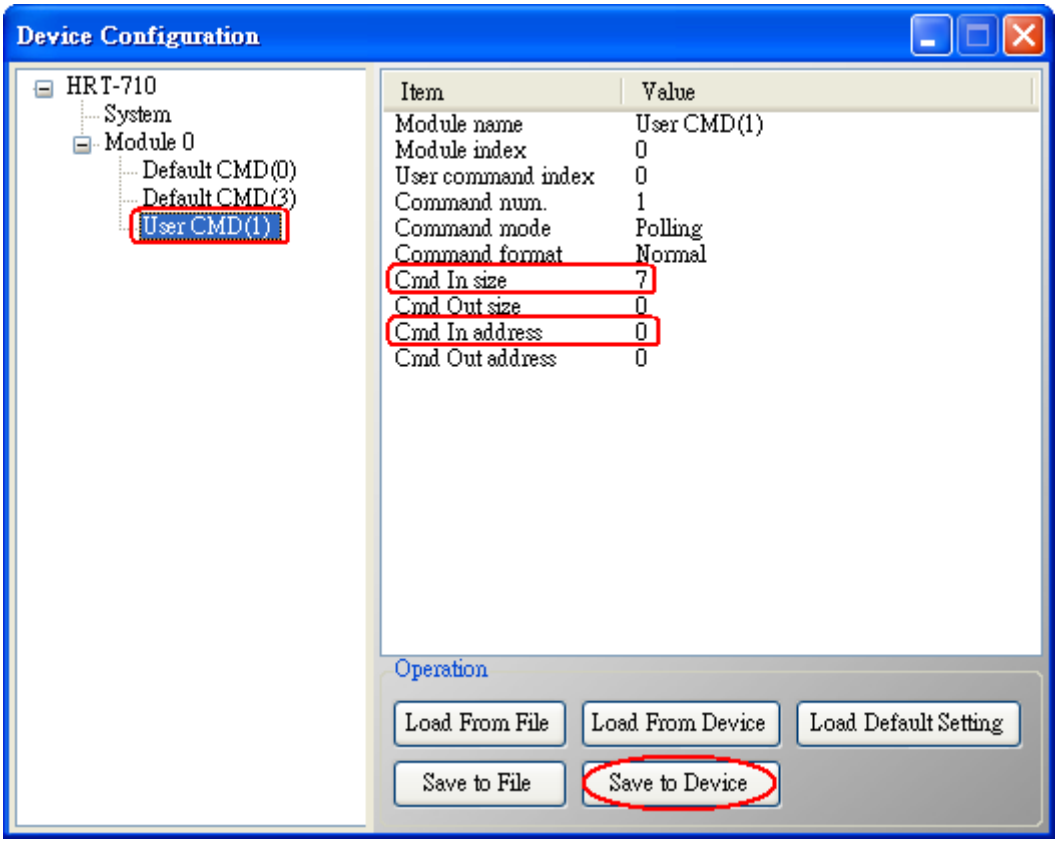

Figure 5-1 Add "User CMD(1)" of HART device to HRT-710
(1) By using “HG_Tool” to add “User CMD(1)” of HART device and save settings to HRT-710. The Modbus start address and length of the “User CMD(1)” will show in the “Cmd In address” and “Cmd In size” field like Figure 5-1. In the example they are 0 and 7 (byte count=7 => word count=4).